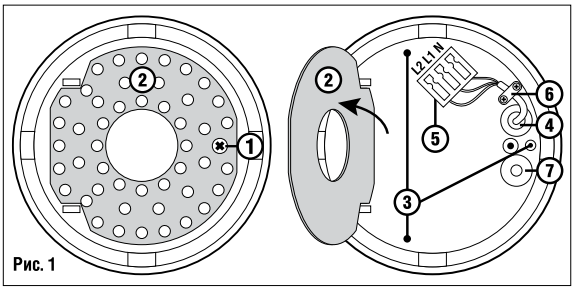

Рис. 1
- Выкрутите винт (1) и откройте крышку со светодиодным модулем (2), как показано на Рис. 1.